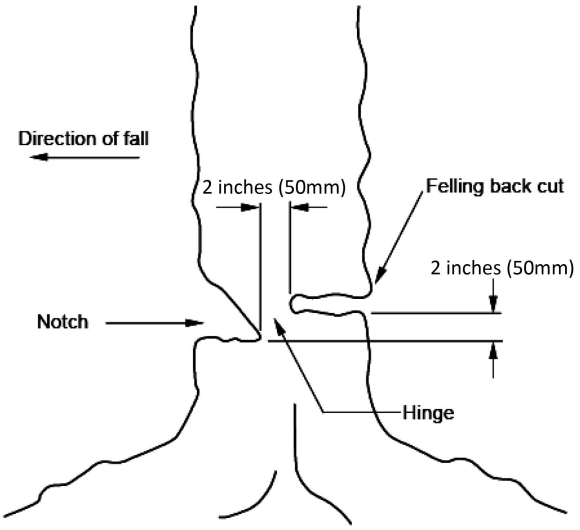

Fig.15
• Notched Undercut. Make the notch 1/3 the diameter of the tree, perpendicular to the direction of falls as illustrated in figure 15. Make the lower horizontal notching cut first. This will help to avoid pinching either the saw chain or the guide bar when the second notch is being made.
• Felling Back Cut. Make the felling back cut at least 2 inches (50mm)higher than the horizontal notching cut as illustrated in figure 15. Keep the felling back cut parallel to the horizontal notching cut. Make the felling back cut so enough wood is left to act as a hinge. The hinge wood keeps the tree from twisting and falling in the wrong direction. Do not